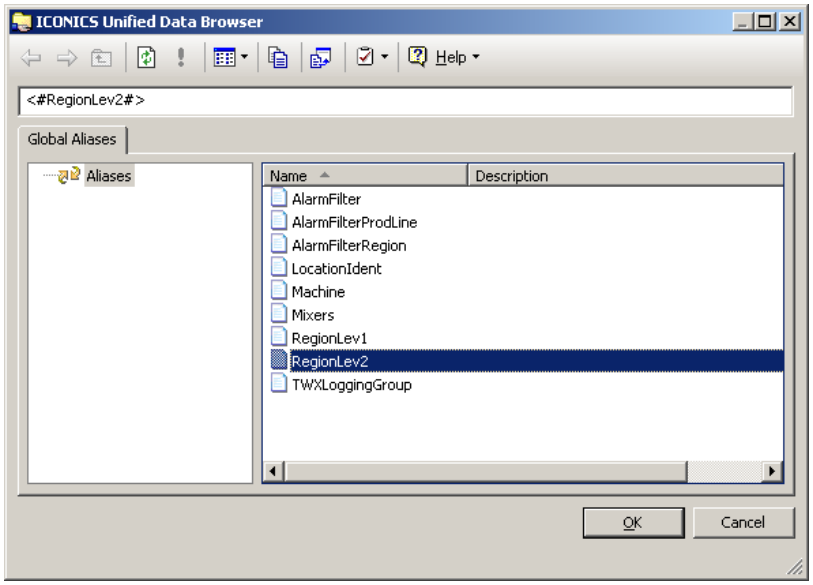

Figure L13.44 - Inserting the Global Alias as the Comparison String
10. Select "RegionLev2." This global alias will be shown in the top field, as depicted in Figure L13.44. Click on "OK" to close the UDB.